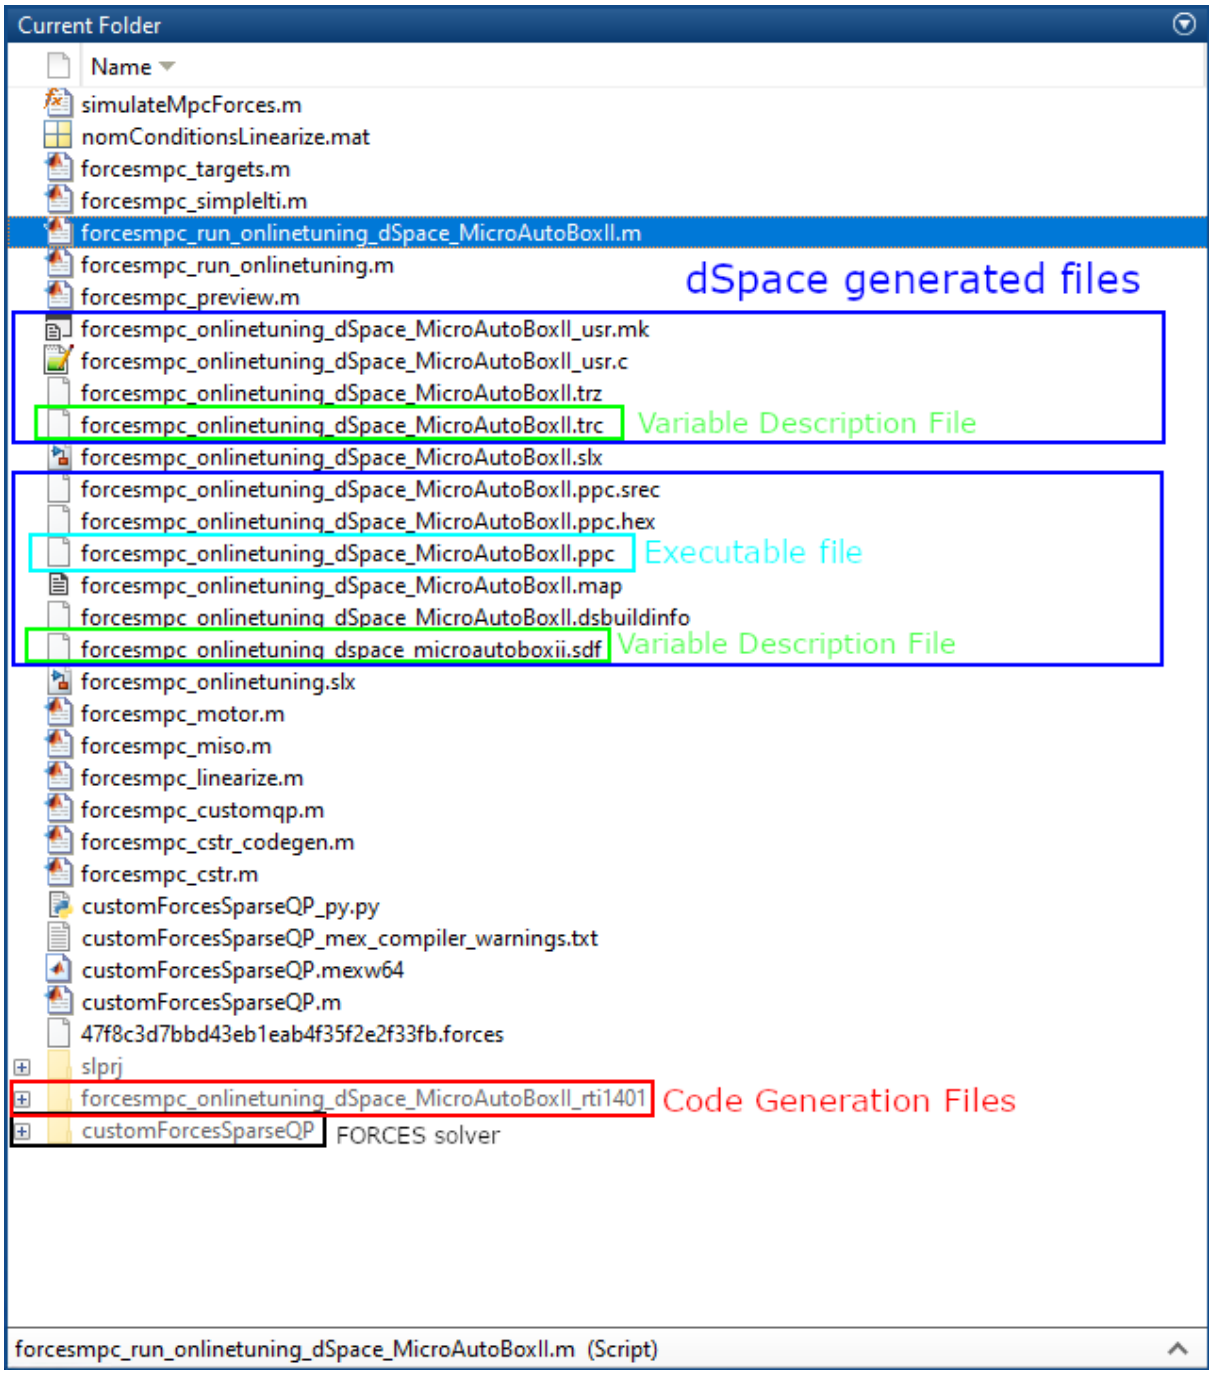

Figure 4.7: The generated files from the Simulink Code Generation
5) After code generation the dspace compiler (Microtec PowerPC) generated files to use to run your model on the MicroAutoBox II (see Figure 4.7).